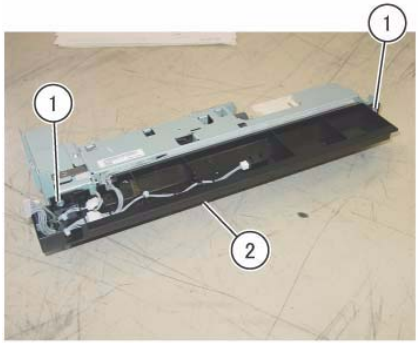

Figure 6 Remove the Upper Chute
10. Remove the Upper Chute. (Figure 6)